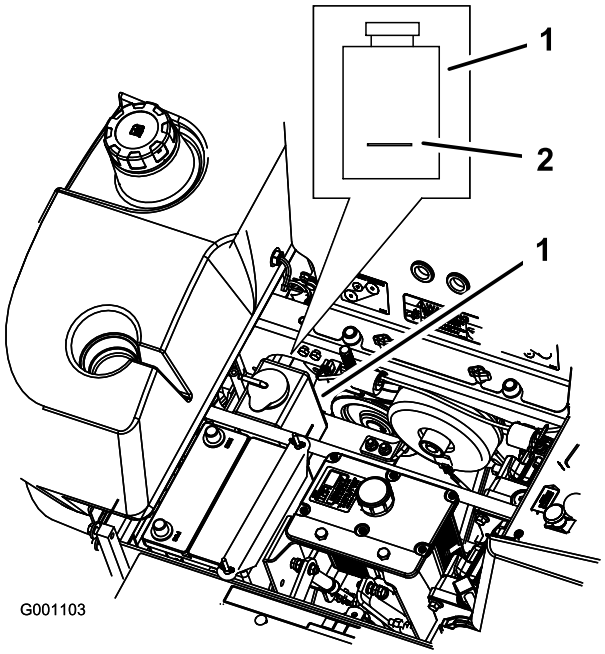

Figur 60
3. Kontrollera nivån i överströmningsbehållaren medan motorn är kall. Vätskan ska nå upp till utbuktningen på utsidan av överströmningsbehållaren (Figur 60).
4. Om kylvätskenivån är låg tillsätter du en 50/50-blandning av frostskyddsmedel med förlängd hållbarhet/Dex-Cool® och vatten i överströmningsbehållaren (Figur 60).
5. Tillsätt 50/50-blandningen till överströmningsbehållaren och fyll den upp till indikatorstrecket på behållaren (Figur 60).